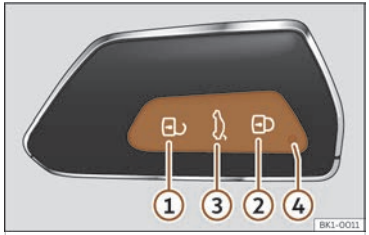

**Fig. 68** Vehicle key
When a button is pressed briefly on the vehicle key, the control lamp ④ ››› Fig. 68 flashes once briefly, but if pressed for a long period of time, it will flash several times, for example, when using the comfort opening.